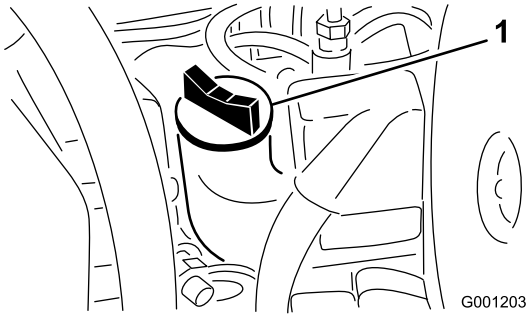

**Figur 23**
3. Om oljenivån inte når upp till markeringen Full på oljestickan (Figur 23), fyller du på olja tills nivån når upp till markeringen. **Fyll inte på för mycket.**.